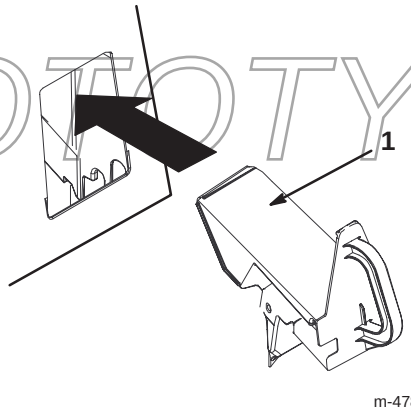

Figuur 18
4. Schuif de fijnmaakafsluiter in de opening, zoals getoond in Figuur 18.